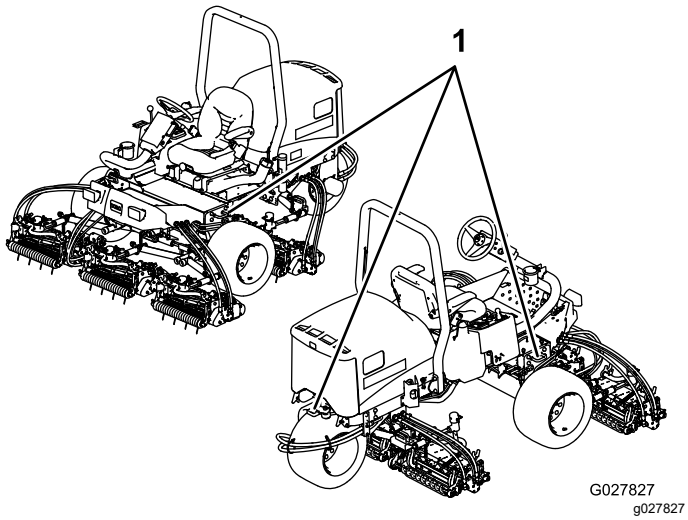

Figur 39
5. Brug metalstropperne på maskinen til at fastgøre maskinen til anhængeren eller lastbilen med stropper, kæder, kabler eller reb (Figur 39).